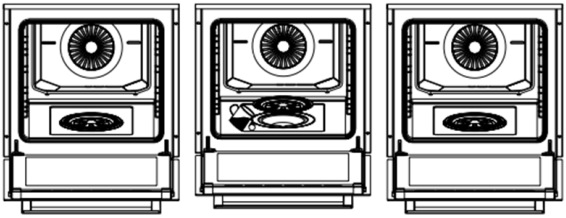

Abbildung 12 Abbildung 13 Abbildung 14
2. Öffnen Sie die Abdeckung des Geräts (siehe Abbildung 12). Entfernen Sie die Abdeckung des Wassertanks und füllen Sie den Tank (siehe Abbildung 13). Schließen Sie dann die Abdeckung des Wassertanks (siehe Abbildung 14). Schließen Sie den Deckel des Geräts und heizen Sie es 10 Minuten lang vor. Nach dem Vorheizen können Sie die Speisen in das Gerät geben.